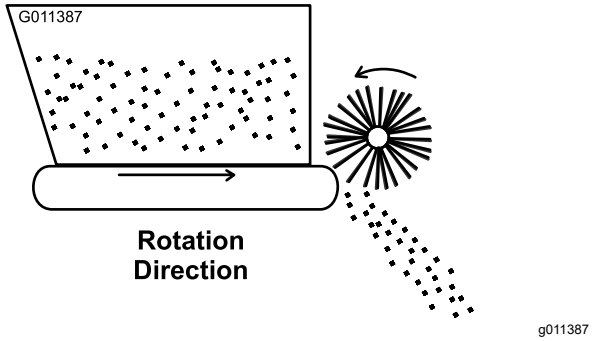

Figur 19
3. Flytt den eksterne hydraulikkspaken på kjøretøyet til KJØR-posisjon. Remmen og børsten skal rotere som vist i Figur 19.